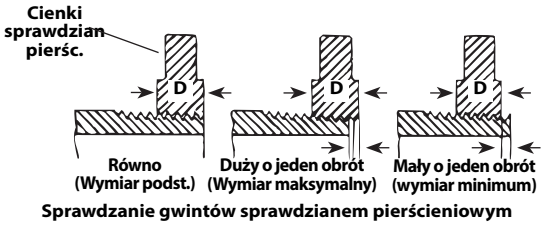

Rys. 16 – Sprawdzanie wymiaru gwintu
3. Sprawdzić wymiar gwintu. Preferowaną metodą sprawdzania wymiaru gwintu jest pomiar za pomocą sprawdzianu pierścieniowego. Istnieją różne rodzaje sprawdzianów pierścieniowych, a sposób ich użycia może różnić się od pokazanego na *Rys. 16*.